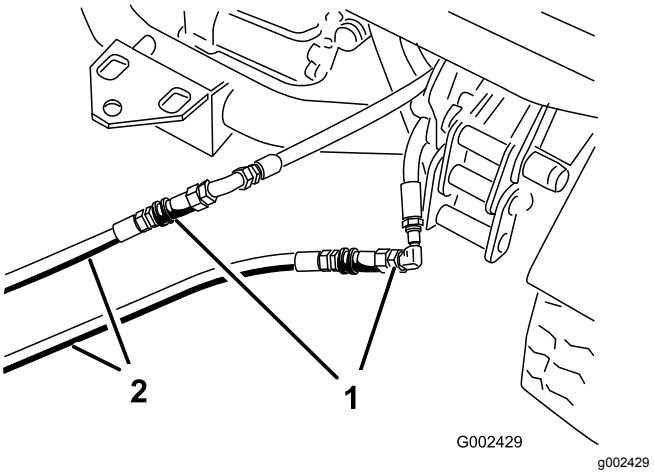

**Figuur 77**
3. Sluit de 2 opstartslangen op de defecte machine aan op de slangen die zijn losgemaakt (Figuur 77).